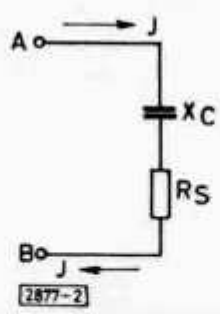

Abb. 2
Analog kann die Rechnung für die Reihenschaltung eines Kondensators (Kapazität C, Reaktanz $X_c = \frac{1}{2\pi f \cdot C}$) mit einem Widerstand R_s durchgeführt werden (**Abb. 2**). Wir erhalten für diesen Fall
Die Ersatzschaltung eines realen Kondensators unter Vernachlässigung der Zuleitungsinduktivitäten zeigt Abb. 2 und es gilt Formel (3). Normalerweise haben Kondensatoren aber so hohe Güten, daß man ihre Verluste gegenüber den Spulenverlusten vernachlässigen kann, ohne einen Fehler von mehr als 10 % zu begehen.